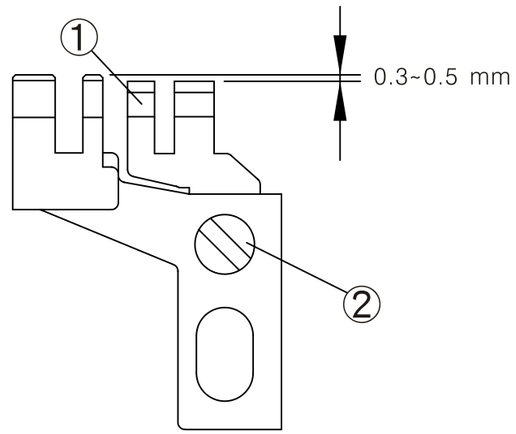

Fig. 11
3. Ajuste la altura del transportador dentado auxiliar (Fig. 11)